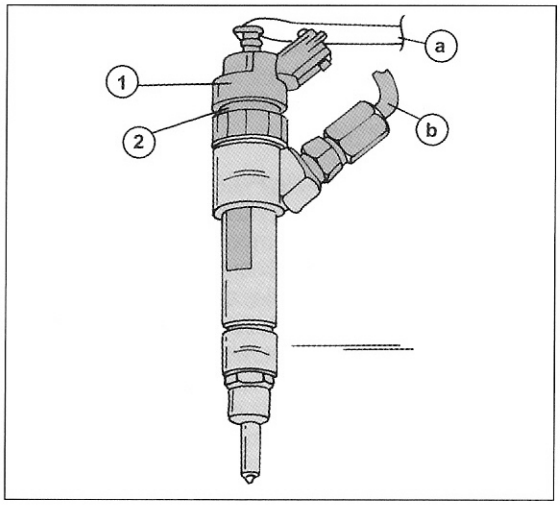

Bild 178
Verglichen mit herkömmlichen Einspritzdüsen sind die im HDi-Motor eingebauten Düsen von unterschiedlicher Bauweise, wie man aus Bild 178 ersehen kann. Unterschiedliche Düsen werden bei den beiden Motoren eingebaut. Ein Kabelstecker (1) ist auf der Oberseite jeder Einspritzdüse aufgesteckt, um die durch das elektronische Steuergerät regulierte Einspritzdüse zu betätigen. Anschluss (a) wird über ein Leitungssystem mit dem Tank verbunden, d. h. nicht verbrauchter Kraftstoff wird durch den Kraftstoffkühler wieder dem Tank zurückgeführt. Der unter Druck stehende Kraftstoff von der Common-Rail tritt durch den Anschluss (b) in die Einspritzdüse ein, welche mit einer Überwurfmutter angeschlossen ist. Der an der Düse angebrachte Anschluss darf nicht von der Düse abgeschraubt werden. Außerdem kann